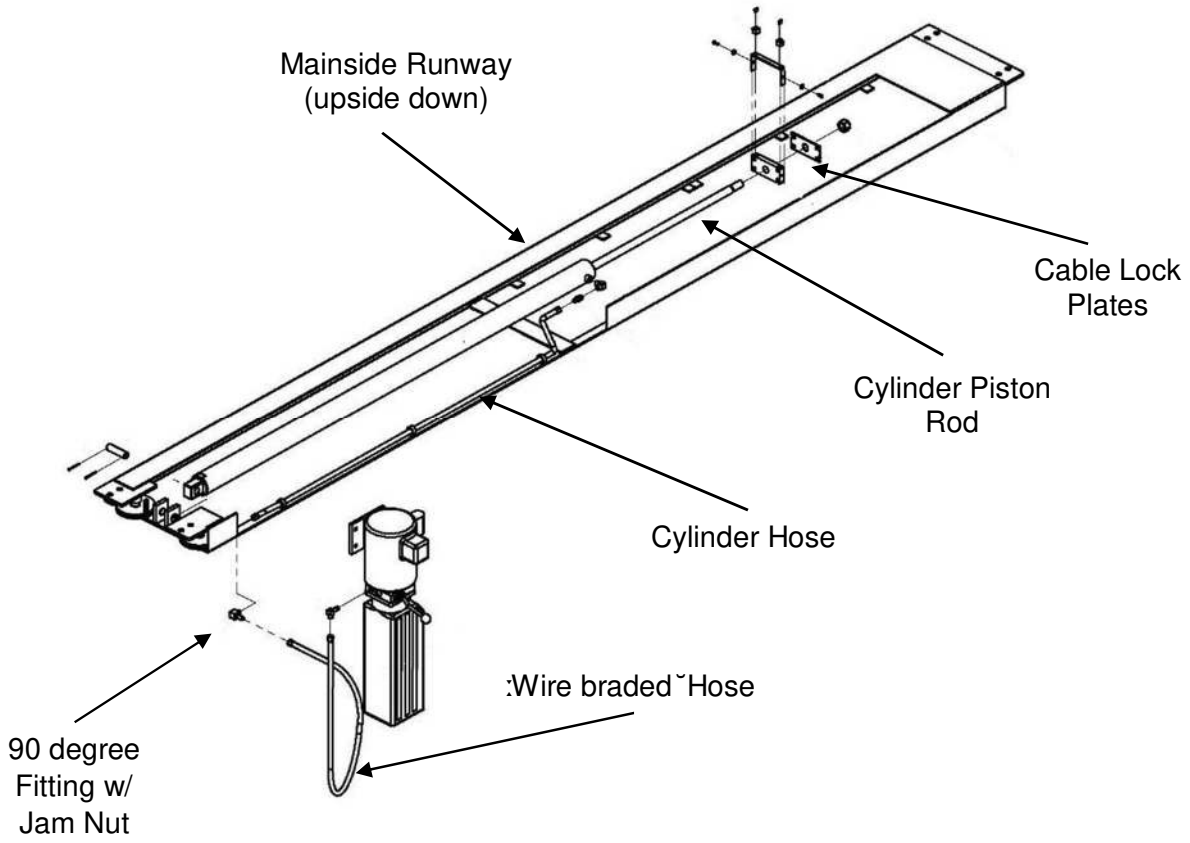

Fig. 2
2. While the Mainside Runway (Fig. 2) is upside down, find the end of the Hydraulic Hose that is already connected to the Cylinder. Locate hole on the side of the Mainside Runway (#1) and install the 90 degree Fitting (#61) securing to runway with Jam Nut. Also remove the plastic shipping ties securing the pre-installed Cables.
20. Install the `wire braded_ Hydraulic Hose (#43) to the Fitting on the side of the Main side Runway and attach the other end to the 90 degree Fitting on the Power Unit as shown in Fig.2.